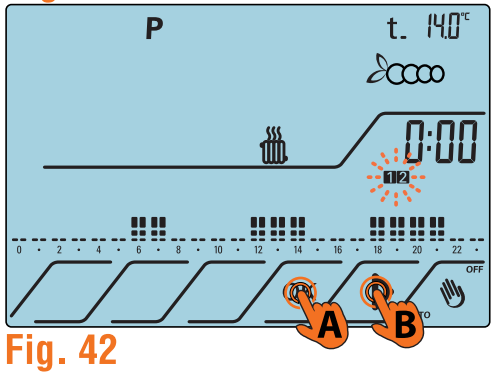

Fig. 42
a) Copiare il programma di lunedì al martedì premendo il tasto **OK** (Fig.42);
b) Personalizzare il programma del martedì **2** premendo il tasto ▷ e confermando con **OK** (Fig.42), quindi ripetere i passaggi a partire dal punto 5.